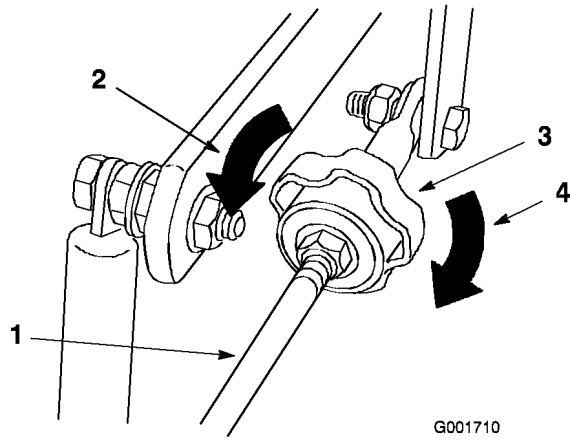

Figur 46
4. Gör så här för att justera spårningen (Figur 46):